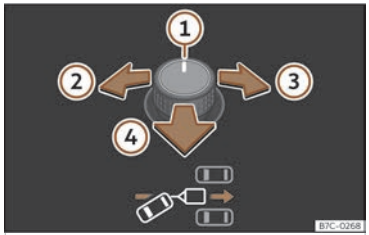
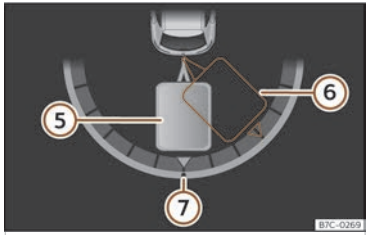

Fig. 145 Mando giratorio de los retrovisores exteriores: ajustar el ángulo del remolque.
Fig. 146 Pantalla del cuadro de instrumentos: dar marcha atrás.
Leyenda de la ››› **fig. 145** , ››› **fig. 146**:
- Bascule el mando giratorio hasta alcanzar la dirección deseada ››› **fig. 145**. En la pantalla del cuadro de instrumentos aparece a modo de orientación una representación del conjunto vehículo tractor y remolque en la posición actual ››› **fig. 146**.